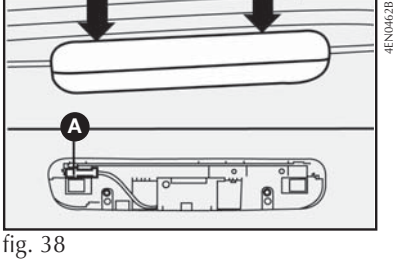

fig. 38
1) pressionar os locais indicados pelas setas **fig. 38** na tampa plástica do brake light, que se encontra sobre o compartimento de bagagem. Retirar a tampa, puxando-a;
2) retirar o conector **A-fig. 38** e substituir o conjunto de lâmpadas.